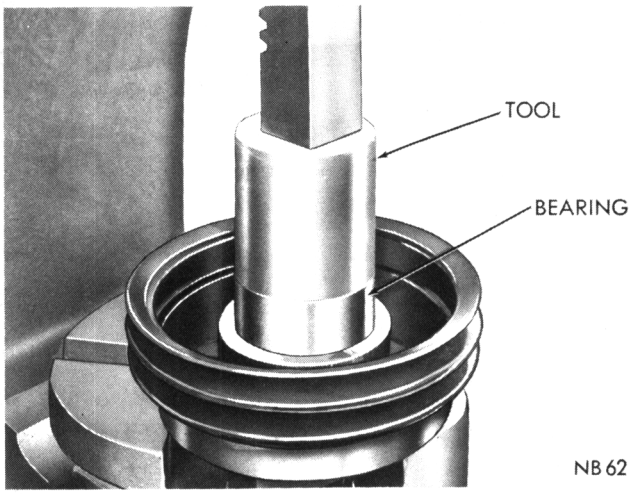

Fig. 54—Installing a New Bearing in the Pulley Assembly (Typical)
(1) Install pulley assembly with pulley side up on an arbor press and insert a **new** bearing into the bore. Install Tool C-3807 against the bearing and press into position (Fig. 54).
(2) Install pulley assembly with pulley side facing down on Tool C-3807.
(3) Start drive hub into the inner bearing race, and press hub into position with an arbor press.
(4) Install bearing snap ring and hub snap ring.